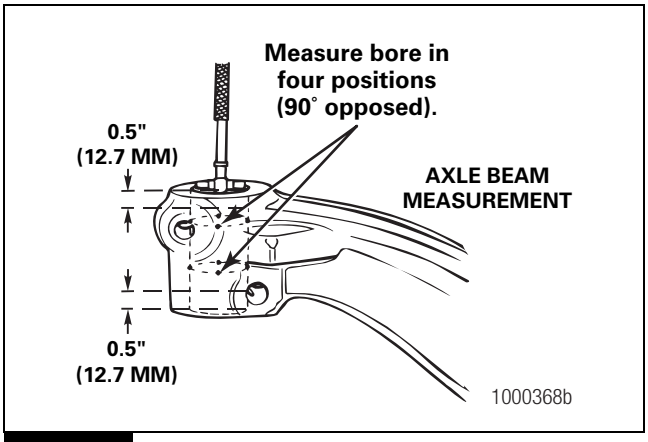

Figure 5.6
A. 0.5-inch (12.7 mm) below the top of the bore. Figure 5.6.
B. 0.5-inch (12.7 mm) above the bottom of the bore. Figure 5.6.